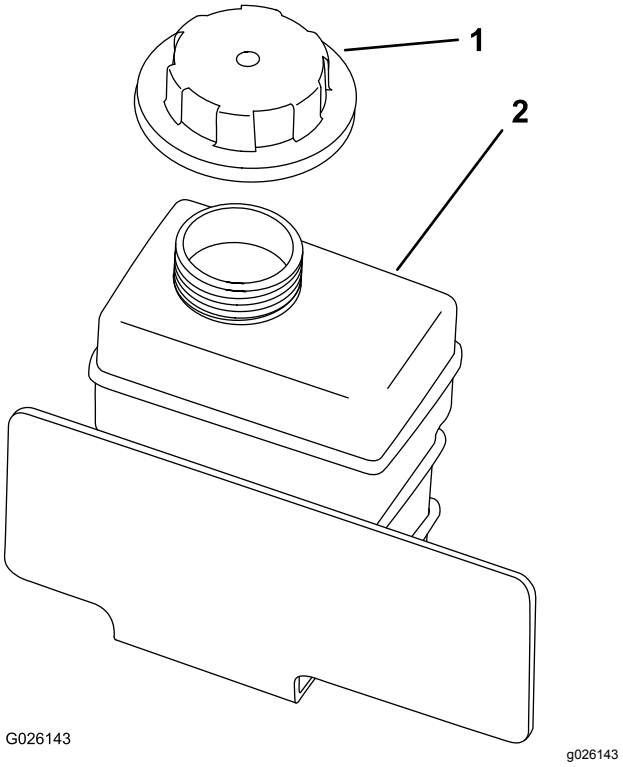

Figur 53
8. Fyll långsamt reservtanken för kylvätska tills nivån når påfyllningsrörets nedersta del (Figur 53).
9. Sätt tillbaka locket på reservtanken (Figur 53).